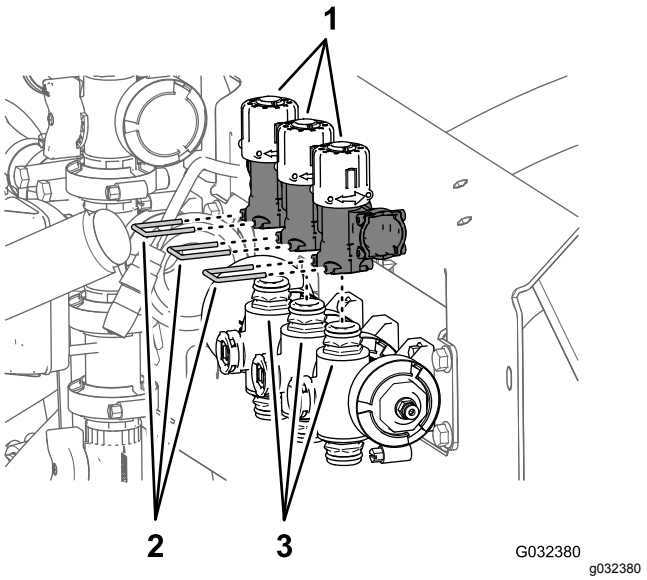

Figur 57
1. Ta bort de tre hållare som fäster de tre överströmningsventilerna vid de tre grenrörsventilerna (Figur 57).
2. Lyft bort de tre överströmningsventilerna från de tre snabbkopplingarna på grenrörsventilerna (Figur 57).